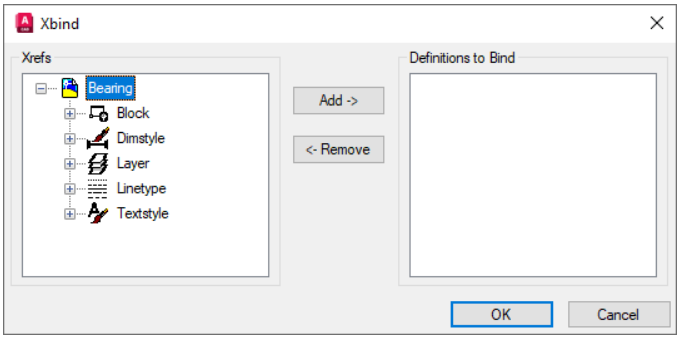

Figure 2-28 *The named objects in the* ***Xbind*** *dialog box*
5. Now, invoke the **Xbind** tool; the **Xbind** dialog box is displayed. This dialog box has two areas with list boxes. They are **Xrefs** and **Definitions to Bind**. If you want to bind the blocks defined in the xref drawing Bearing, first click on the plus sign adjacent to the xref Bearing; the icons for the named objects in the drawing are displayed in a tree view, refer to Figure 2-28. Click on the plus sign next to the Block icon. AutoCAD lists the blocks defined in the xref drawing (Bearing). Select the block Bearing|SIDE and then choose the **Add** button. The block name will be added to the **Definitions to Bind** list box. Choose the **OK** button to exit the dialog box. AutoCAD will bind the block with the current drawing and a message is displayed at the command prompt: **1 Block(s) bound**. The name of the block will change to Bearing0SIDE. You can invoke the **Block Definition** dialog box by choosing the **Create Block** tool in the **Block Definition** panel and check the **Name** drop-down list to see if the block with the name Bearing0SIDE has been added to the drawing. If you